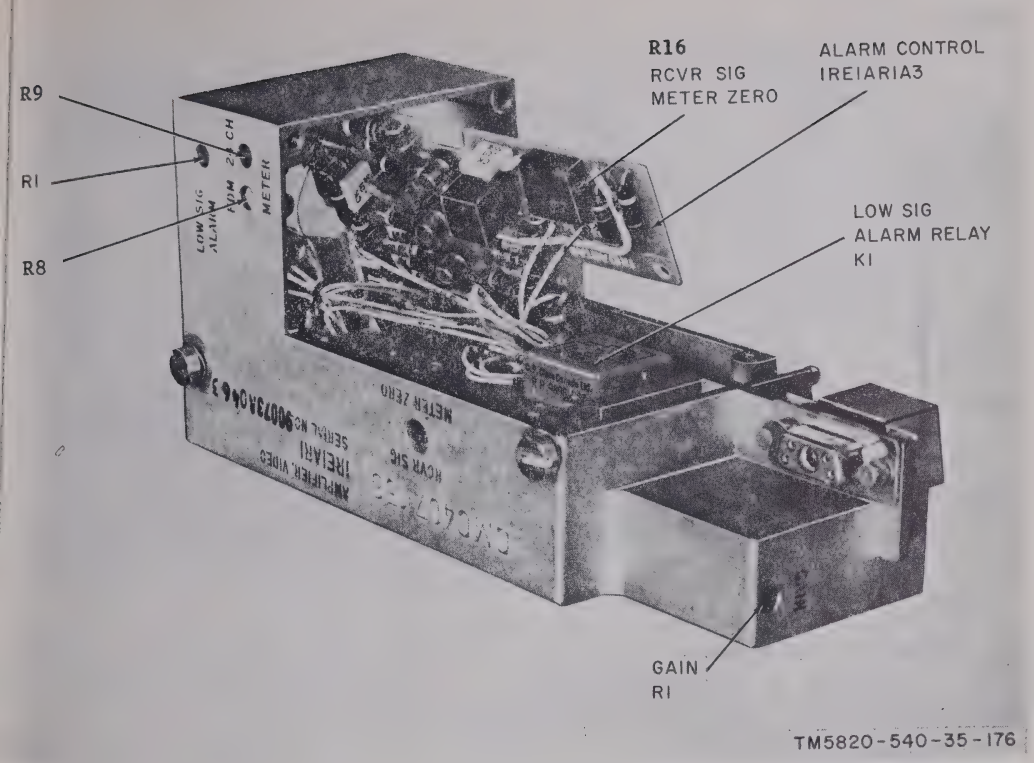

Figure 4-106. Video amplifier 1RE1AR1, top covers removed.
b. Defective stage in alarm control 1RE1AR1A3 (fig. 4-106 and 4-113).	*b.* Check the signal at test points suggested in *d* below to isolate the defective stage (fig. 4-114). Check resistance of *components in faulty stage; replace* components as required.